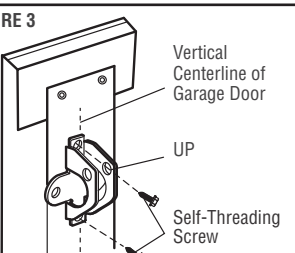

FIGURE 4
- Use top and bottom or side to side door bracket holes. Drill 5/16” holes through the door and secure bracket with 5/16”-18x2” carriage bolts, lock washers and nuts (not provided). (Figure 4)